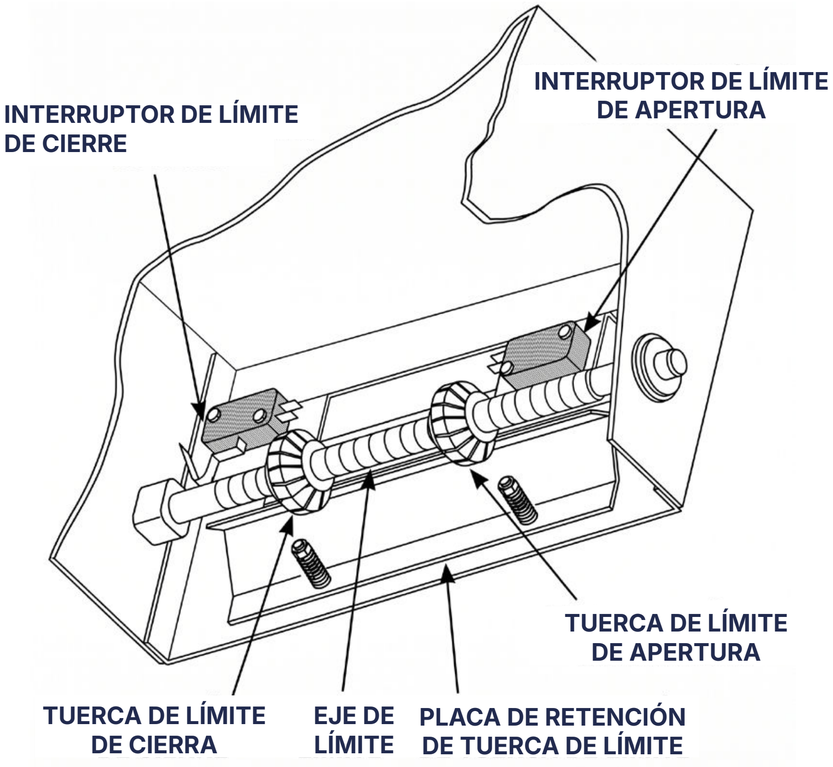

FIGURA 11
AJUSTE DE LOS INTERRUPTORES DE LÍMITE (FIGURA 11)
1. Abra la cubierta del gabinete eléctrico. Hay dos tuercas de límite en el eje roscado que se desplazan lateralmente a medida que el operador abre y cierra la puerta. Cuando una tuerca de límite se acerca al extremo del eje, activa un conjunto de interruptores. El interruptor de límite de APERTURA (OPEN) está a la IZQUIERDA y el interruptor de límite de CIERRE (CLOSE) está a la DERECHA (ver Figura 11). Puede haber interruptores auxiliares para controlar otras funciones.